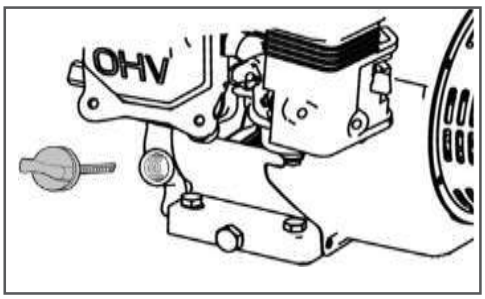

Рис.4 - Крышка-щуп маслозаливной горловины
3. Выкрутите крышку-щуп маслозаливной горловины и извлеките щуп (Рис. 4).